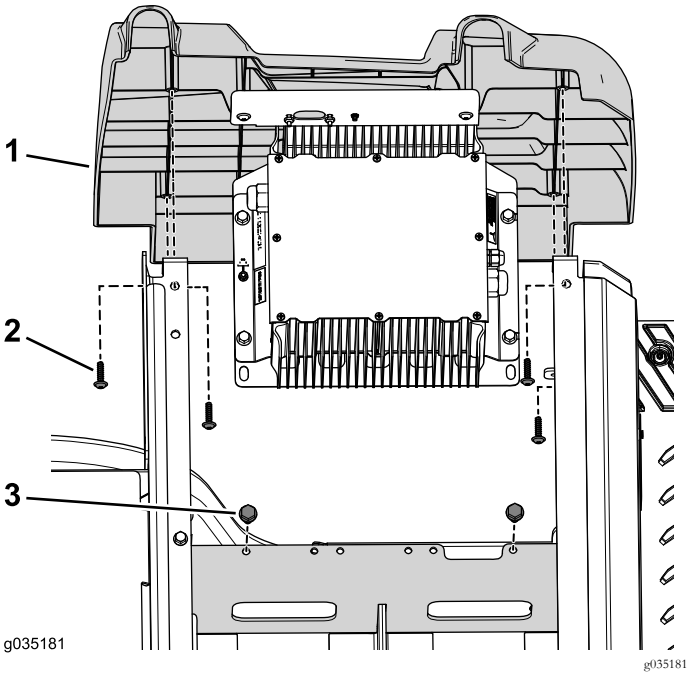

Figur 87
9. Brug de to bolte (3/8 x 3/4 tomme) til at fastgøre opladerens beslag på batteribakken (Figur 87).